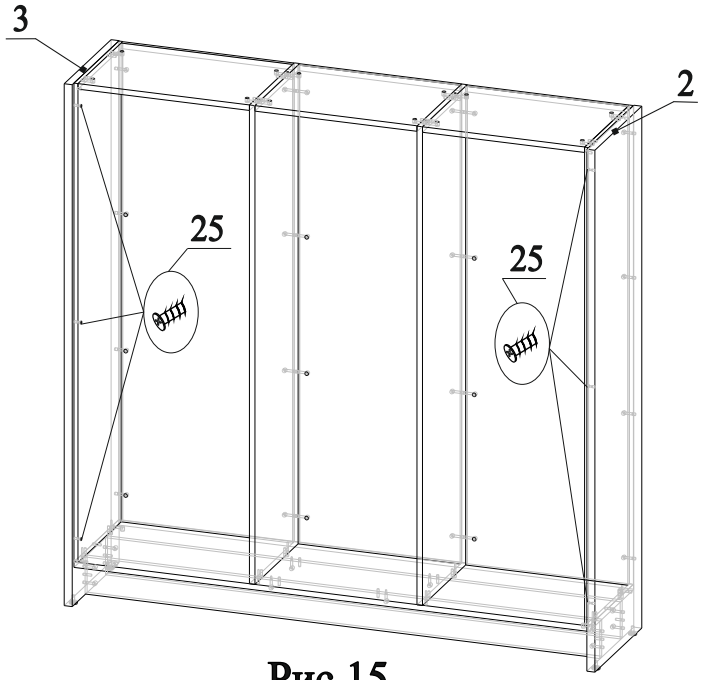

Рис.15
26. Соединить детали 2 и 3 с деталями 7, 8 и 9 (детали 2 и 3 с деталями 9 соединяются через сквозные отверстия в деталях 4 и 5), затянуть эксцентрики по часовой стрелки до упора (рис.15);
27. Закрутить винты 25 в муфты 20 через отверстия в деталях 4 и 5 (рис.15);